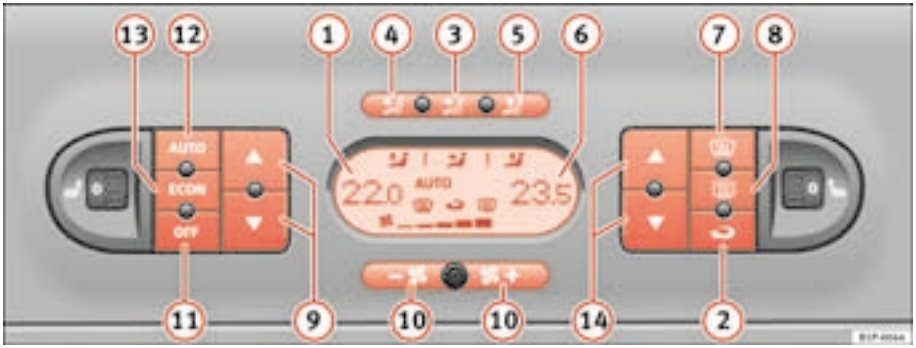

Fig. 109 On the dash panel: 2C Climatronic controls
– To enter manual mode, press one of the buttons ⇒ fig. 109 (3) to (5), ECON or press the air flow control (10). The symbol AUTO will disappear from the display.
– Press the button ⇒ page 147, fig. 109 (2) to switch air recirculation mode on or off. It is switched on if the following symbol appears in the display .